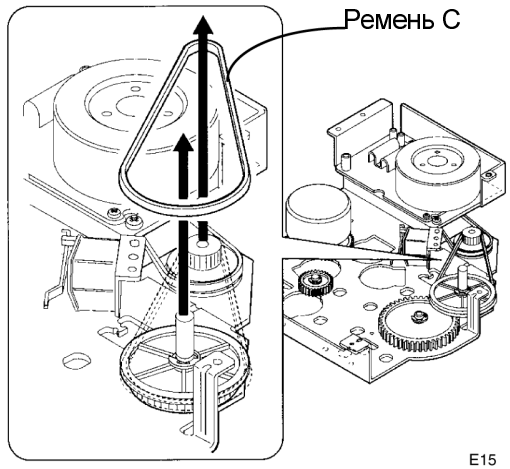

Рисунок 2. Снятие ремня C
4. (Рисунок 2): Снимите ремень C привода блока проявления.